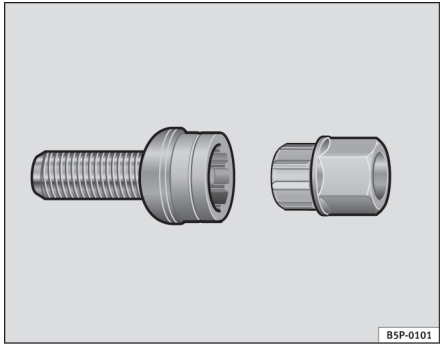

Fig. 136 Låsebolte
– Sæt adapteren helt ind i låsebolten ⇒ fig. 136.